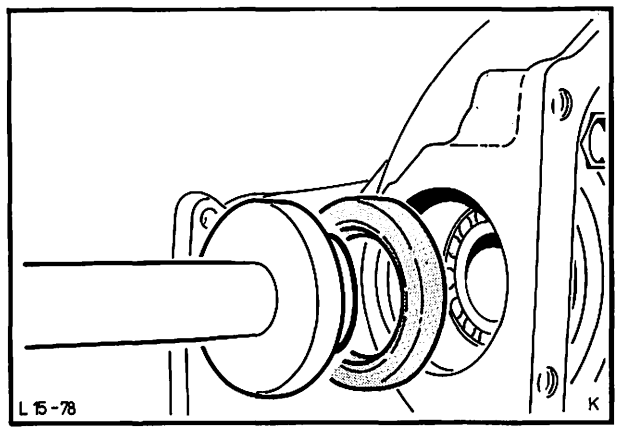

Abb. 122 Radialdichtring mit Spezialwerkzeug 15-015 einpressen
6. Neuen Radialdichtring zwischen Dicht- und Staublippe mit Fett bestreichen (FORD-Spezifikation S-M1C-75A) und mit Spezialwerkzeug 15-015 einpressen, Abb. 122.